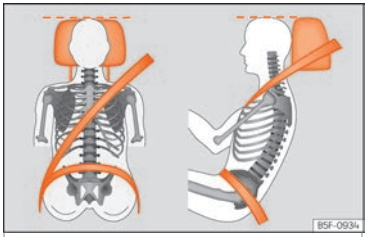

Fig. 4 Correct belt web and headrest positions
- Adjust the headrest so that its upper edge is at the same level as the top of your head, or as close as possible to the same level as the top of your head and under no circumstances below eye level. Keep the back of your neck as close as possible to the headrest ››› Fig. 4.